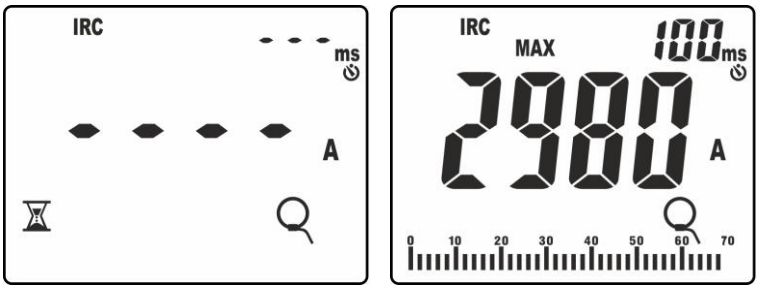

Fig. 43: Reconnaissance événement courant de démarrage
8. Cliquer sur la touche **GO/HOLD** pour activer la fonction. L'instrument se met en attente de la reconnaissance de l'événement (valeur mesurée supérieure au seuil de déclenchement fixé de **1% fond d'échelle pince: ex 30A pour Fond d'échelle = 3000A**) en montrant le symbole «» à l'écran (voir Fig. 43, à gauche)
9. Au moment de la reconnaissance de l'événement, **la mesure s'arrête automatiquement** et l'instrument montre sur l'écran principal, la valeur **Max RMS** calculée sur le temps d'évaluation de **100ms** (par défaut) indiqué dans l'écran secondaire (voir Fig. 43, à droite)